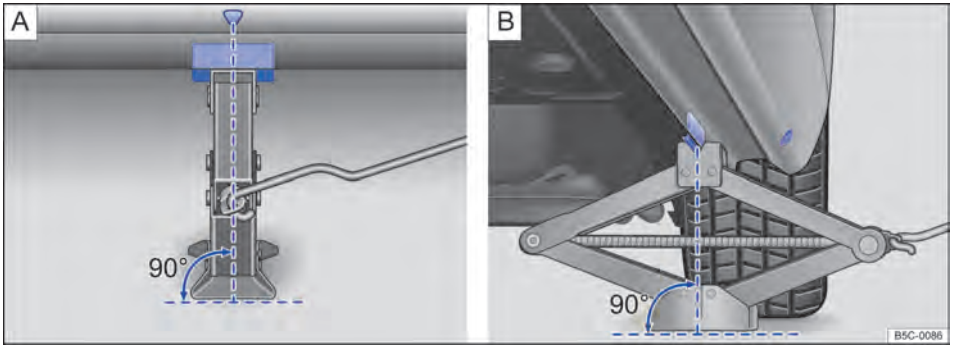

Fig. 176 Macaco posicionado no lado esquerdo traseiro do veículo.
7. Garantir que a base do macaco, com toda sua superfície, esteja sobre o chão e que a base se encontre perpendicularmente abaixo do ponto de colocação ⇒ Fig. 176.
8. Alinhar o macaco e, simultaneamente, levantar a garra do macaco até ela se encaixar na travessa debaixo do veículo ⇒ Fig. 176.
- **Posicionar o macaco somente nos pontos indicados. A garra do macaco deve se encaixar no perfil da longarina de forma segura ⇒ Fig. 176.**